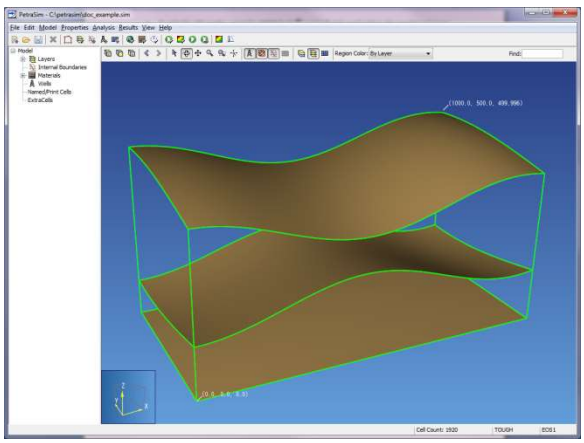

**Figure 4-2: Layer Mode**
- **Layer Mode**: This mode shows only the conceptual model with the layer sides invisible as shown in Figure 4-2. Like the **Boundary Mode**, this mode allows regions and layers to be selected and edited.